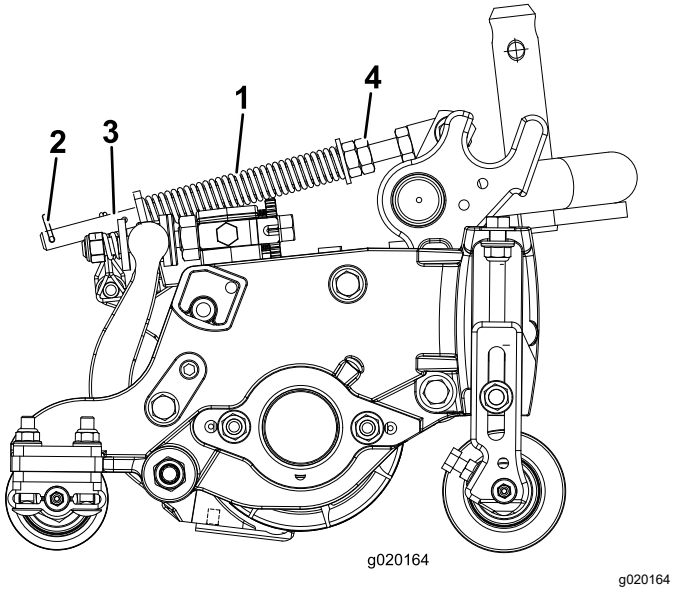

**Figure 14**
Le ressort de compensation (Figure 14) transfère aussi le poids du rouleau avant au rouleau arrière. Cela évite la formation d'ondulations à la surface de la pelouse.
1. Vérifiez que la goupille fendue est insérée dans le trou de la tige de ressort (Figure 14).
2. Serrez les écrous hexagonaux sur l'extrémité avant de la tige de ressort jusqu'à ce que la longueur du ressort comprimé (Figure 14) soit égale à 12,7 cm sur les unités de coupe de 13 cm ou à 15,8 cm sur les unités de coupe de 18 cm.